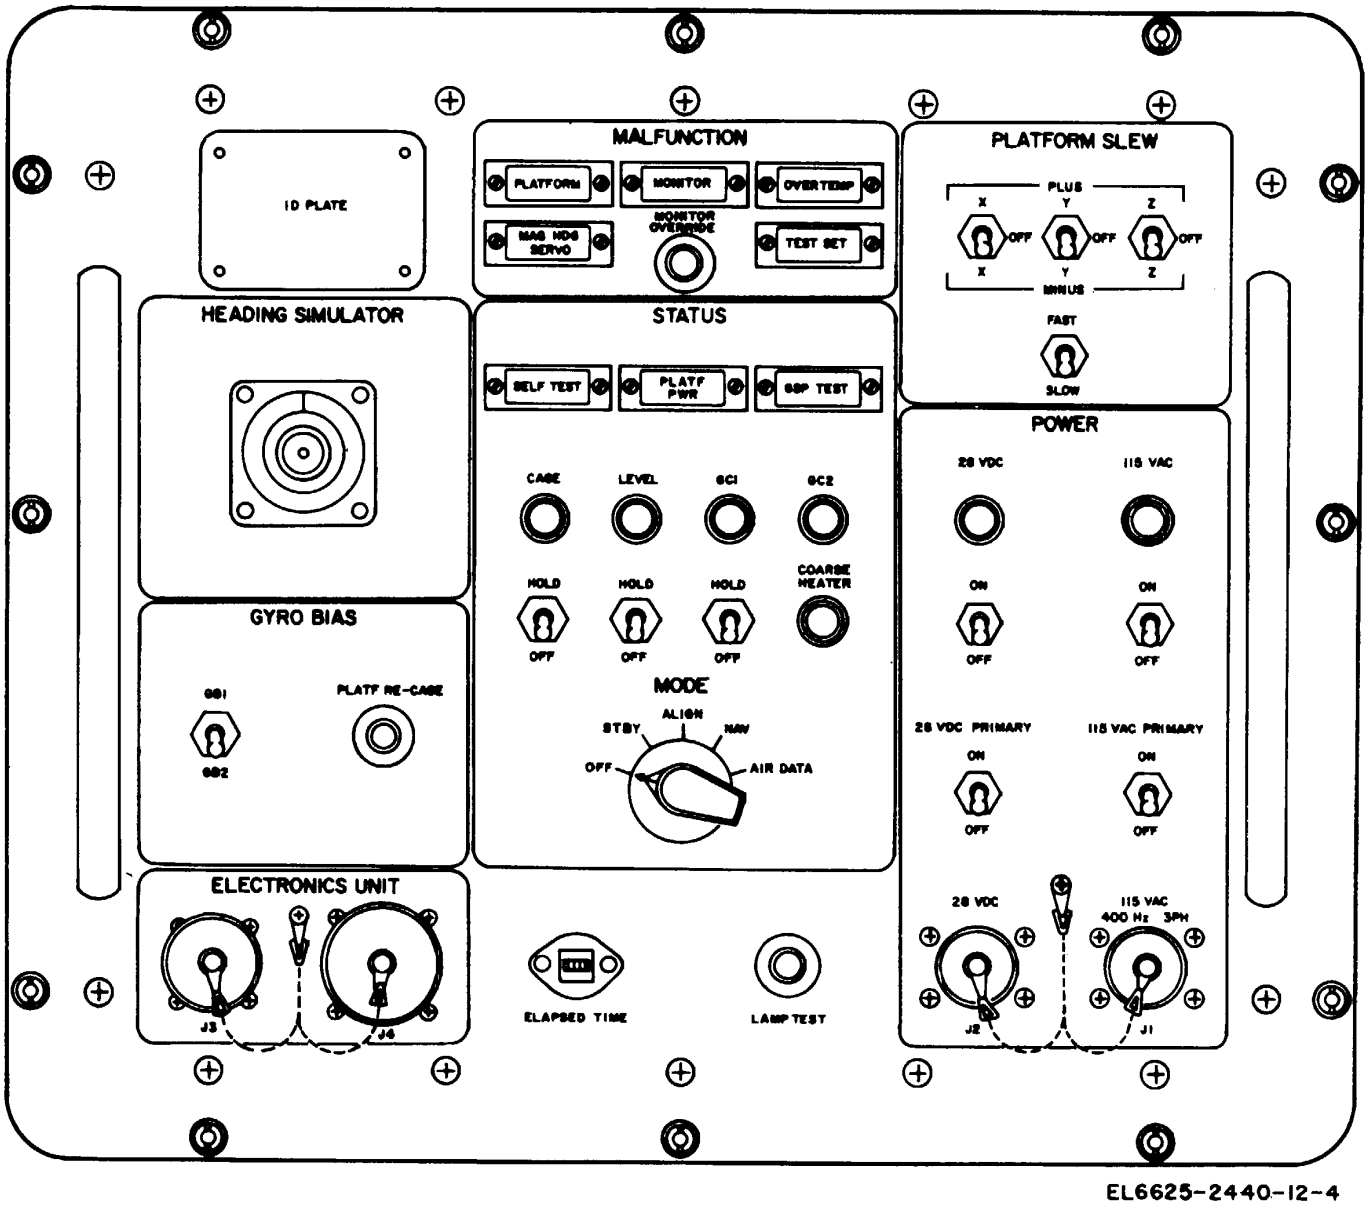

Figure 3-1. Control-display unit; controls, indicators, and connectors.
a. Control-Display Unit; Controls, Indicators, and Connectors (fig. 3-1). The following chart lists controls, indicators, and connectors with their reference designations and functional descriptions. Unless otherwise specified, functional descriptions relate to operations within the test set. Control-display unit is abbreviated C-D unit in the chart.